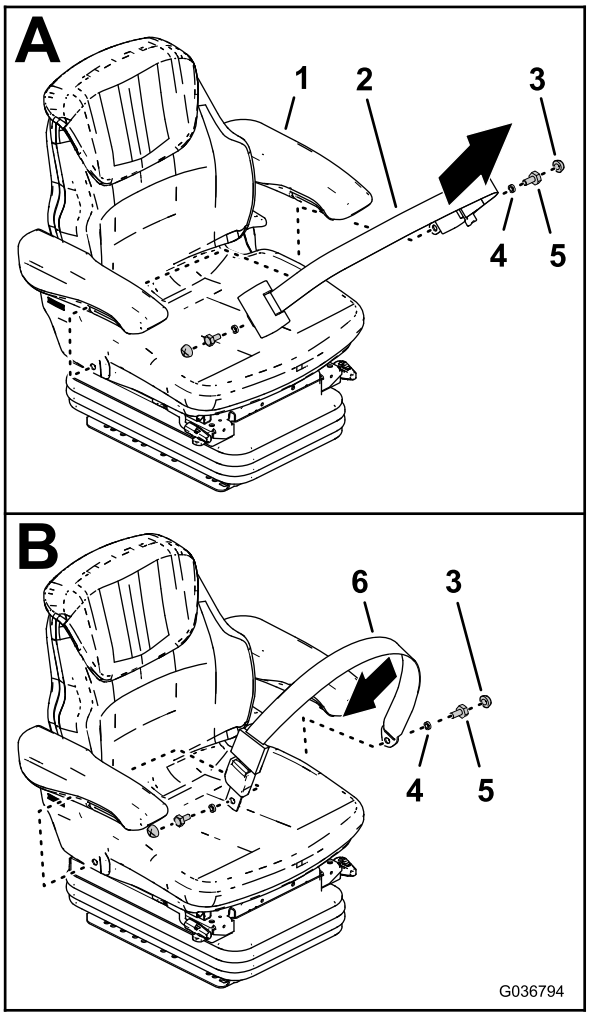

Bild 12
2. Nehmen Sie die Abdeckungen und Schrauben ab, mit denen der sich automatisch spannende Sicherheitsgurt am neuen Sitz befestigt ist, und nehmen Sie den Sicherheitsgurt ab (Bild 12).
3. Befestigen Sie den statischen Sicherheitsgurt am neuen Sitz (Bild 12).
4. Ziehen Sie die Schrauben mit 35 bis 43 N·m an und befestigen Sie die Abdeckungen (Bild 12).